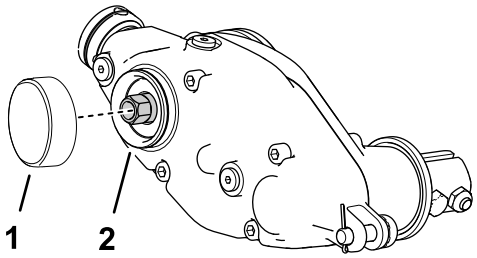

Figur 14
1. Påfør en middels sterk sylindrisk festemasse (f.eks. grønn Loctite 609®) rundt sprengringsporet og overflaten til den ytre diameteren (Figur 14).
2. Monter lokket som vist i Figur 14.